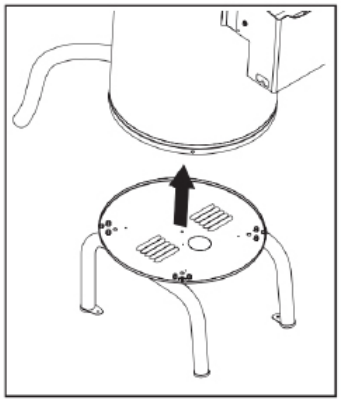

Fig. 10.
- Séparez le bas de la machine de la base (Fig. 10).